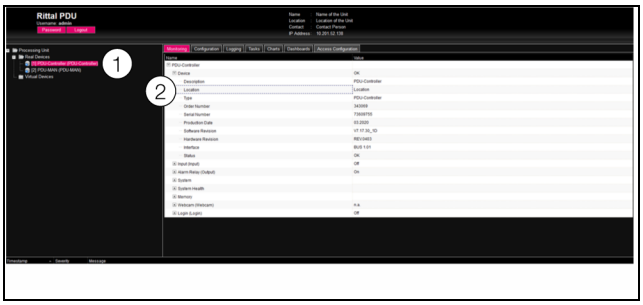

Fig. 55: Select an individual parameter
■ One after the other, open the "PDU-Controller" and "Device" entries by clicking on the "plus" symbol in front of the entry (fig. 55, item 1).
■ Position the mouse pointer at the end of the first column in the "Location" line (fig. 55, item 2).